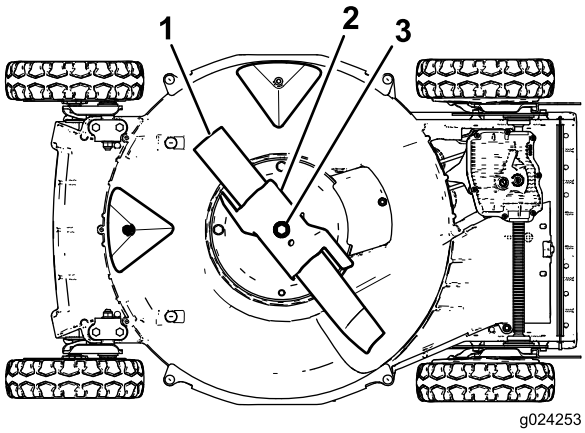

Figure 20
4. Basculez la machine sur le côté **droit** (filtre à air en haut), comme montré à la Figure 20.